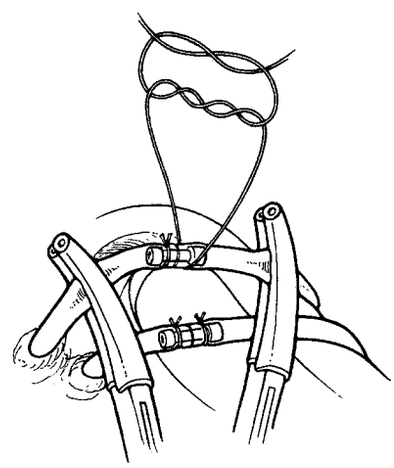

Figure 4-23. Suture Connector
5. Use a double-throw overhand surgeon's knot followed by a minimum of two single throws to attach tubing to connector **(Figure 4-23).**